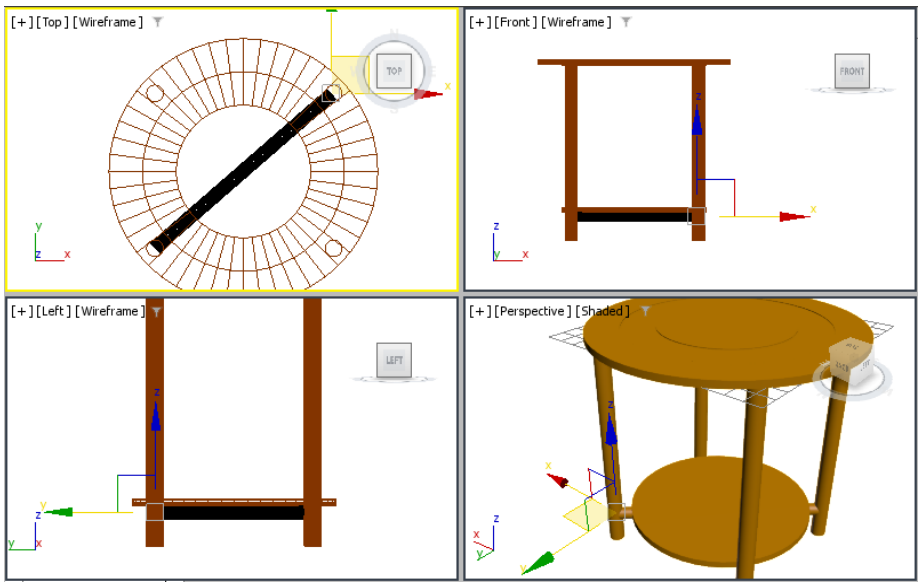

Figure 2-57 *Alignment of support01 in viewports*
6. Align *support01* using the **Select and Move** and **Select and Rotate** tools from the **Main Toolbar**, as shown in Figure 2-57.